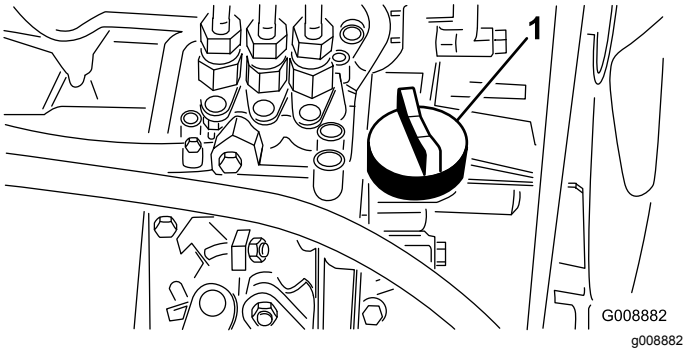

Figur 37
4. Hvis oliestanden er lav, skal du fjerne oliepåfyldningsdækslet (Figur 37) og gradvist fylde små mængder olie på og ofte kontrollere oliestanden, indtil den når FULL-mærket på målepinden.